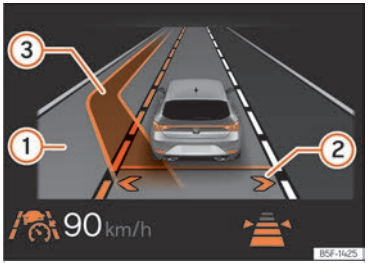

Fig. 144 A la pantalla del quadre d'instruments: visualització del canvi de carril assistit (representació esquemàtica).
D'aquesta manera, s'activa el canvi de carril assistit. Les fletxes del vostre propi carril a la pantalla del quadre d'instruments es mostren de color gris ››› fig. 144 ②
la pantalla del quadre d'instruments al costat del carril propi del conductor. La fletxa del costat del carril corresponent es mostra de color blanc ››› fig. 144 ②.